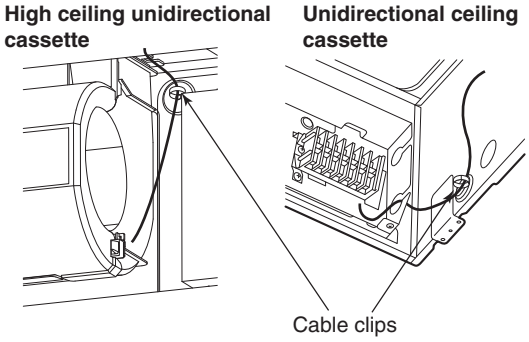

Fig. 3-12
(4) Install the panel on the indoor unit.
(5) Fasten the lead wire sticking out from the panel with the cable clips on the inside of the indoor unit. (Fig. 3-12)
(6) Draw the lead wire into the electrical box through the hole on the bottom and connect it to the remote control terminal strip.